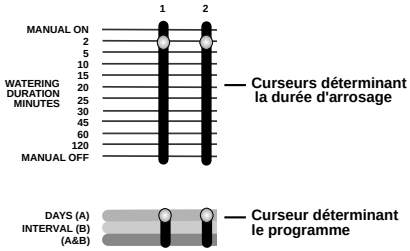

FIGURE 9 : Curseurs
- Réglez le curseur de programme pour chaque poste devant être commandé par le programme A, B ou A et B **[voir la figure 9].**